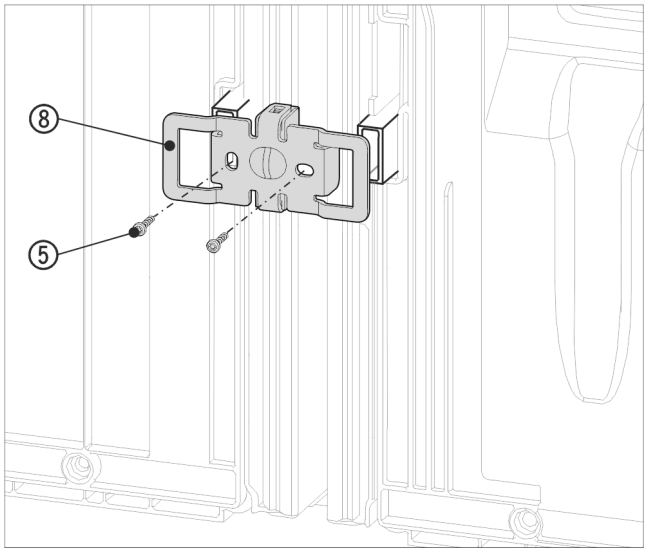

Fig. 19 Beispielhafte Darstellung
▶ Den Winkel *Fig. 19 (8)* erneut mit den Aussparungen über die Aufnahme für die Wandabstandshalter schieben.
▶ Mit 2 Schrauben *Fig. 19 (5)* fest anschrauben.